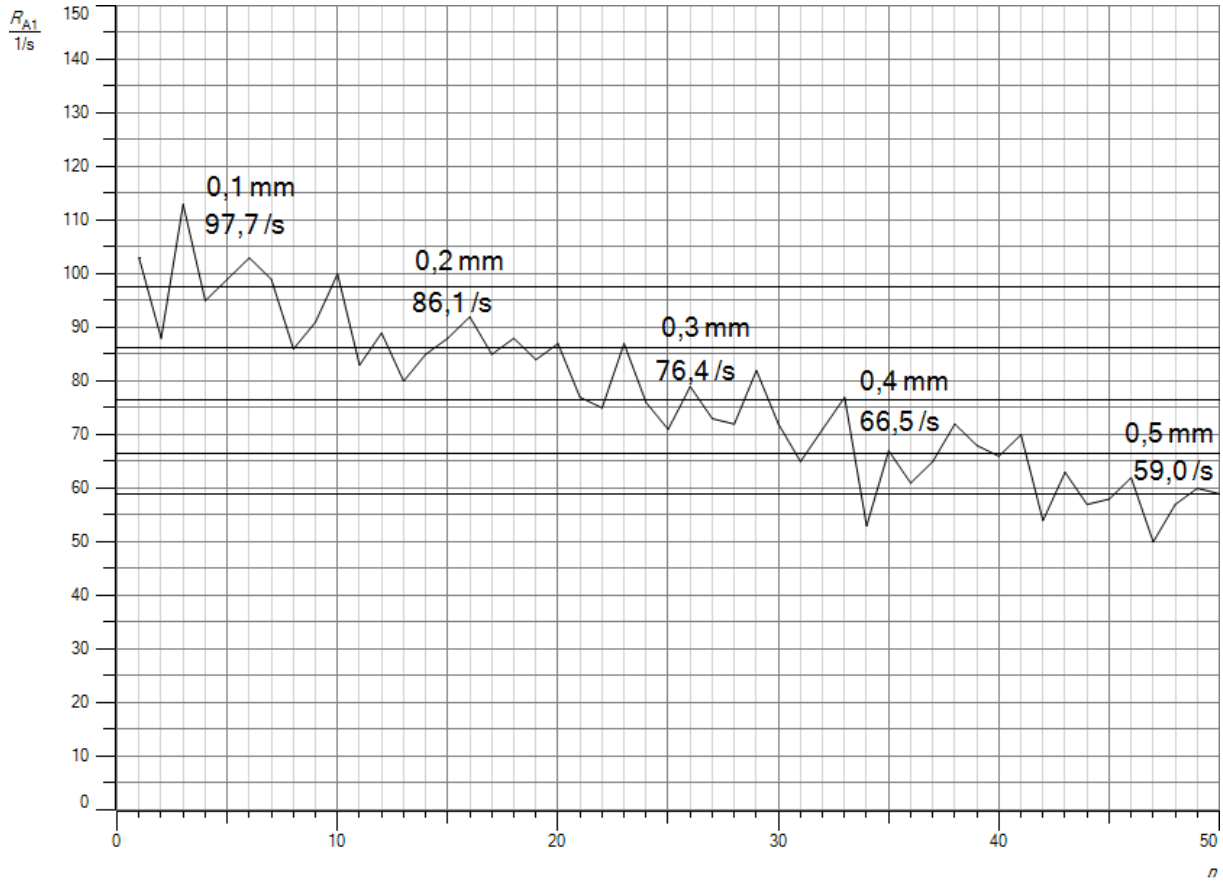

Abb.2: Kurve mit Mittelwertbildung
d. Man erhält die Kurve in Abb. 2 mit den Mittelwerten der durchgelassenen Radioaktivität A.